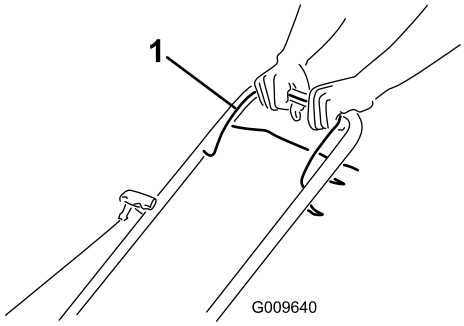

Figur 11
2. Håll knivstyrstången (Figur 11) mot handtaget.